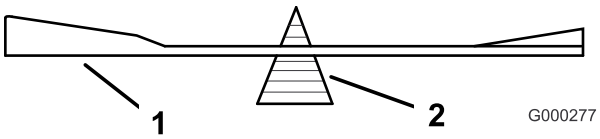
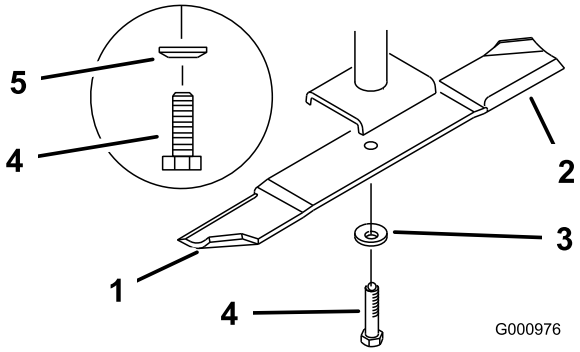

Figuur 82
Figuur 83
2. Verwijder de mesbout, de veerschijf en het mes van de spilas (Figuur 83).
2. Controleer de balans van het mes met een mesbalans (Figuur 82). Als het mes horizontaal blijft, is het in balans en geschikt voor gebruik. Als het mes niet in balans is, moet u wat metaal afvijlen van het uiteinde van de wiek (Figuur 83). Herhaal dit indien nodig totdat het mes in balans is.
1. Monteer het mes op de as (Figuur 83).
2. Monteer de veerschijf en de mesbout. De conus van de veerschijf moet worden gemonteerd op de boutkop (Figuur 83). Draai de mesbout vast met een torsie van 115–149 Nm.